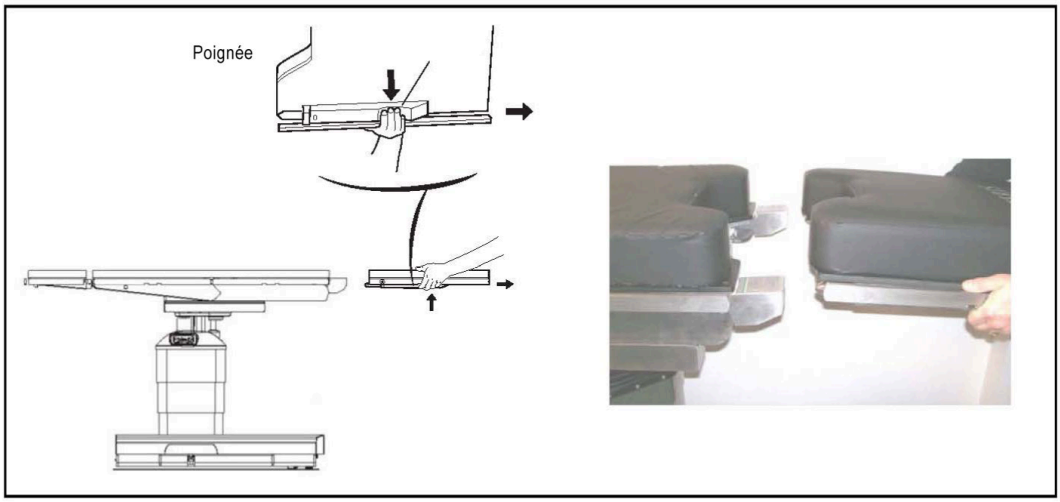

Figure 4-7. Retrait de la section appui-jambes
2. **Tout en maintenant l'armature de la section appui-jambes, appuyer sur les deux poignées et tirer simultanément vers l'arrière (voir la *Figure 4-7*).**